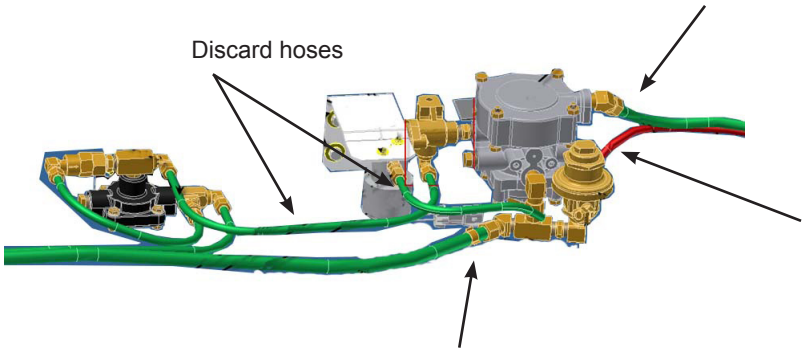

Figure 3 - Hoses to be Disconnected
1.7. Discard the hoses shown in Figure 3.